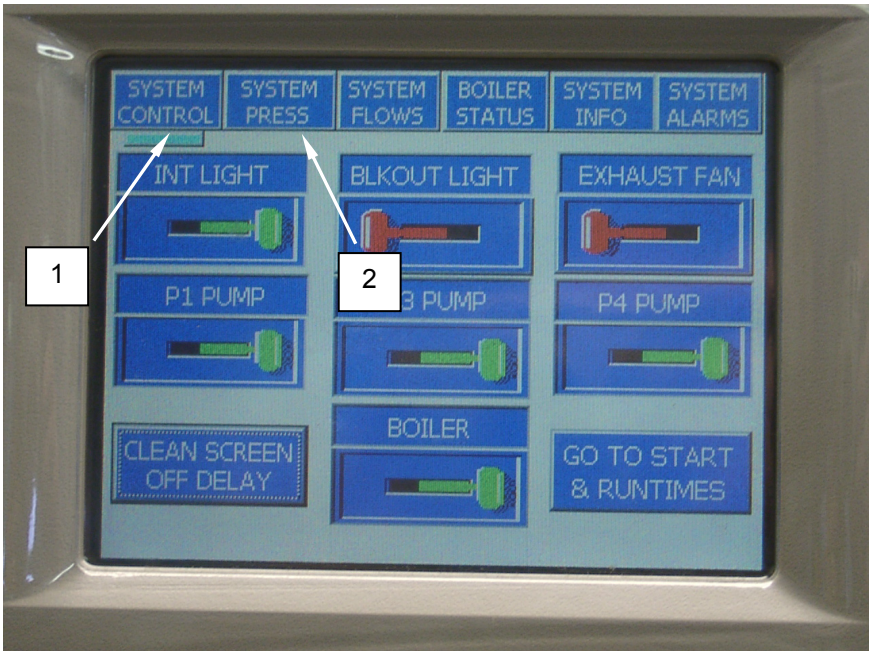

Figure 13. Selecting the System Press Display.
1. When the PLC is powered up, the System Control display **(Figure 13, Item 1)** is presented. If a system press function is desired, touch the system press tab **(Figure 13, Item 2)** to access the screen. An indicator bar or highlight will indicate that the system press screen is presented.